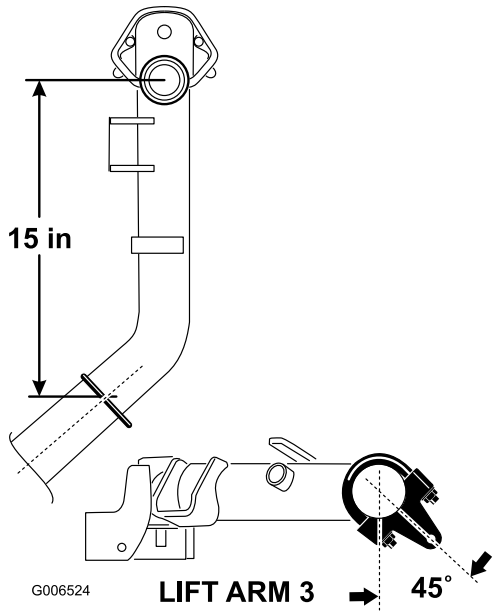

Figura 10
2. Nos braços de elevação nº 2 e nº 3, posicione os suportes e as cavilhas em U 38 cm atrás do centro da articulação (Figura 10). Rode os suportes 45 graus para o lado exterior da máquina.